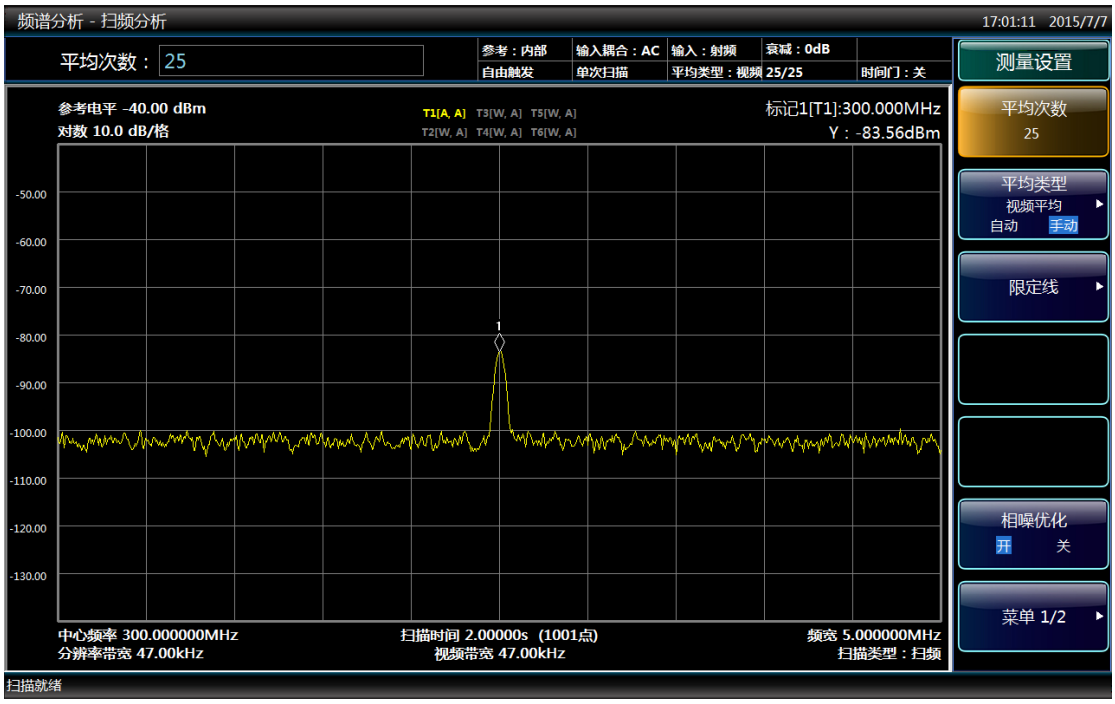

图 4.28 采用轨迹平均测量小信号
- 从前面板的数字输入区输入数字 25，按【⟵】，或软菜单中[确认]键，如图 4.28。